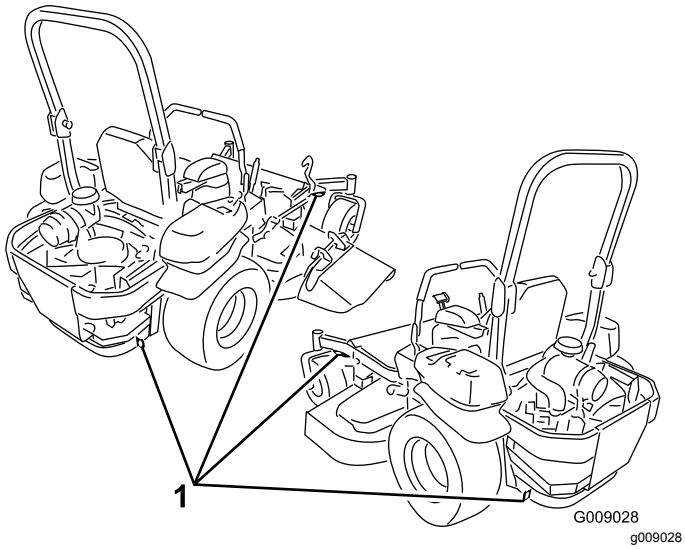

Figur 37
5. Brug bindepunktsøjerne af metal på maskinen til at fastgøre maskinen til anhængeren eller lastbilen med stropper, kæder, kabler eller reb (Figur 37).